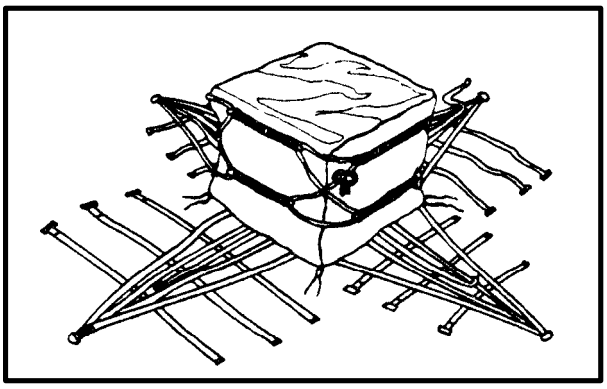

*Figure 8-3. Securing the Cover with Lacing Cord*
**d. Closing the Cover.** Fold the panels of the canvas/nylon cover over the top of the load. Fold any excess cover material under the top flap. Using lacing cord or Type III nylon cord, secure the cover at each corner by running the cord through the lacing loops in a figure-eight design (Figure 8-3). Tie the cord ends with a bow knot and secure. The purpose of the cord is to tighten the cover around the load so that small items cannot fall out.